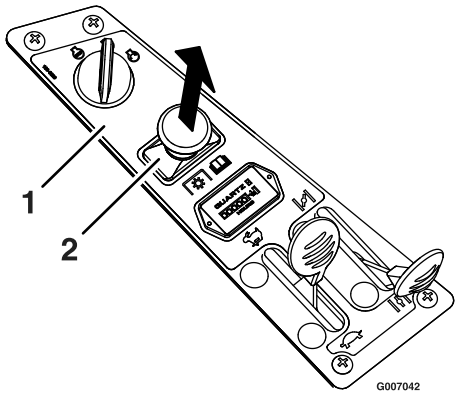

Figuur 12
3. Trek de aftakasschakelaar uit om de maaimessen in te schakelen (Figuur 12).